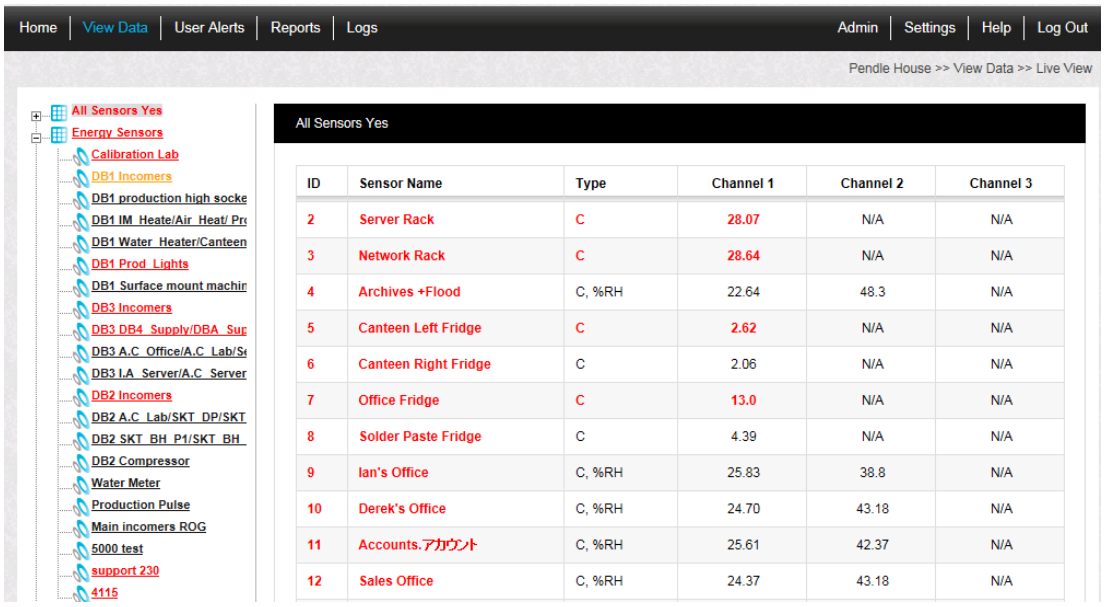

Figure 84
3. Click on **Live View** from the drop-down menu to access the **Live View Table** showing the **Sensors** associated with the selected **Zone**. See Figure 84 below: